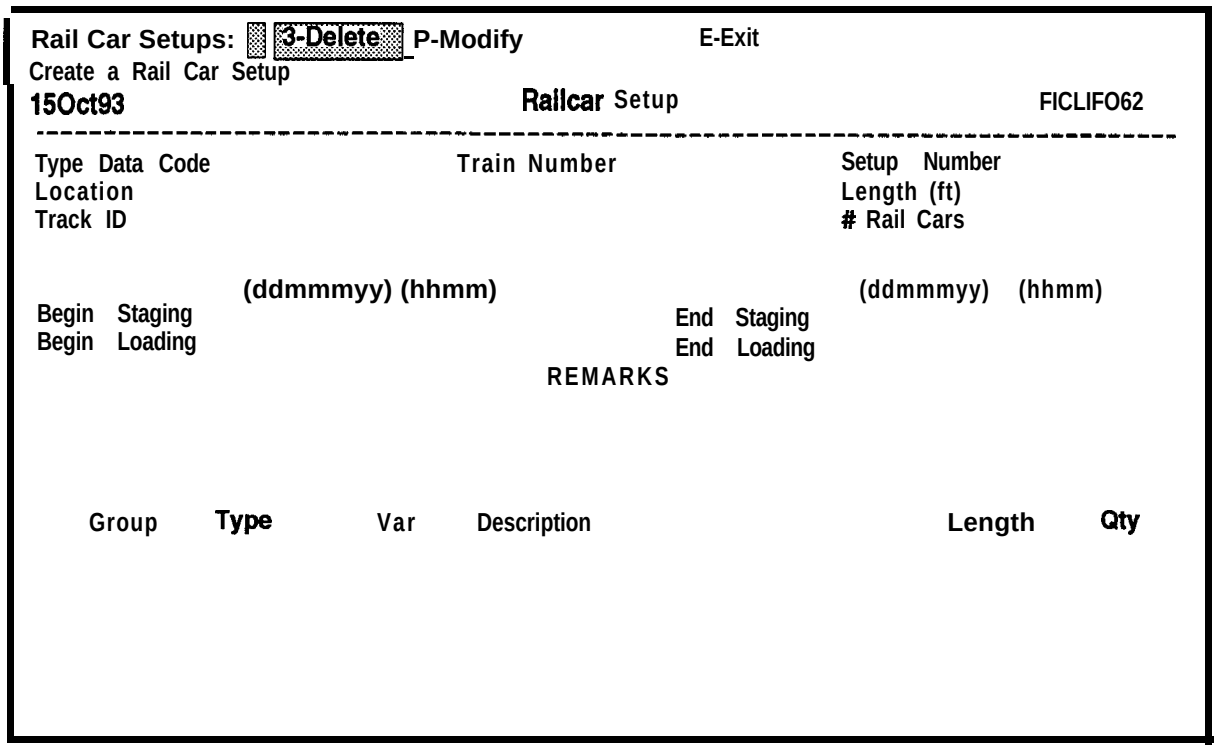

Figure 8-15. Railcar Setups Screen
b. At the Train/Rail Car Processing menu, select **Rail Car Setups.** The Railcar Setups screen will be displayed, as shown in Figure 8-15.